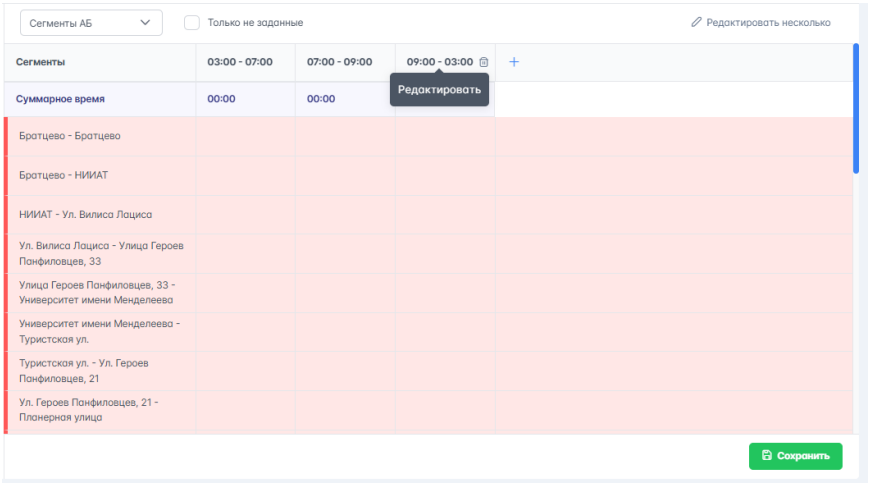

Рисунок 164 – Действия с периодом
1.3. Нажать ✓, период будет создан и временные сутки будут разбиты также на периоды до и после требуемого (рисунок 164). Для закрытия окна создания периода без внесения изменений нажать на ✕.
2.1. Навести курсор мыши на центр требуемого периода, отобразится подсказка и символ удаления (рисунок 164).
3.1. Навести курсор мыши на требуемый период, отобразится подсказка и символ удаления (рисунок 164).